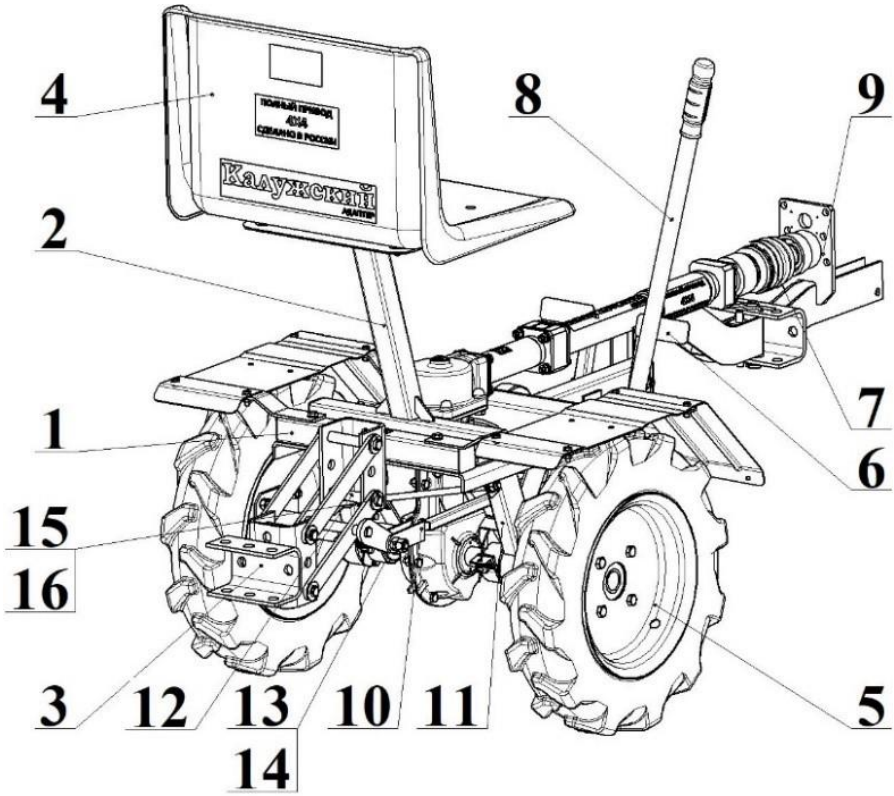

Рисунок 1
6.1.1 Установите кронштейн сидения 2 (рисунок 1) на раму 1, предварительно сняв крепеж ступиц 11 к раме 1. Совместите отверстия кронштейна с отверстиями на раме и ступицах и закрепите ранее снятым крепежом.
6.1.2 При помощи оси 12 шайб 15 и шплинтов 16 из комплекта поставки зафиксируйте сцепное устройство 3 (рисунок 1), затем соедините его с тягой подъемного механизма 10 болтом 13 и гайкой 14 из комплекта поставки.
6.2 Установите сидение 4 (рисунок 1) на кронштейн сидения 2 и закрепите винтами и гайками из комплекта принадлежностей.
6.6 Для работы с навесным оборудованием (плуг, окучник и т.д.) установите на скобу сцепного устройства 3 (рисунок 1) навесное орудие, зафиксируйте шкворнем и отрегулируйте согласно его руководству по эксплуатации и посредством тяги.
7.2.1 Поднимите сцепное устройство 3 (рисунок 1) с помощью рычага подъемного механизма 8 и зафиксируйте его.
- Произвести замену масла в трансмиссии. Для слива масла необходимо вывернуть пробку 13 (рисунок 1). Слив производить до прекращения капельной течи. Заверните сливную пробку.
- Произвести залив масла в трансмиссию, предварительно вывернув пробку 12 (рисунок 1). Объем заливаемого масла 1,0…1,1 литра. После залива масла заверните пробку 12.